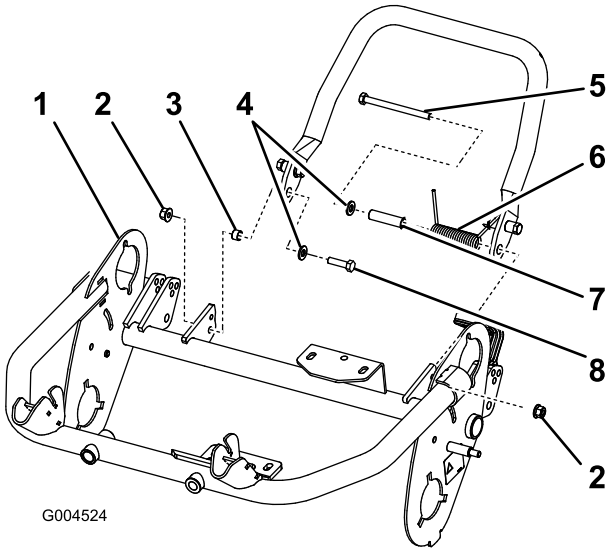

Figure 9
2. Placez une rondelle (M8) sur le petit boulon (M8-1,25 x 030). Fixez le côté droit de la béquille au châssis avec le boulon et la rondelle, la petite entretoise et le contre-écrou (M8-1,25) (Figure 9). Assurez-vous que le boulon est fixé du côté intérieur du châssis comme illustré (Figure 9).
Important: Lorsque vous montez le ressort, placez une de ses extrémités sous le châssis arrière (Figure 9).
5. Fixez le côté gauche de la béquille au châssis avec le boulon et la rondelle, la grande entretoise et le ressort, et le contre-écrou (M8–1,25) (Figure 9). Assurez-vous que le boulon est fixé du côté intérieur du châssis comme illustré (Figure 9).